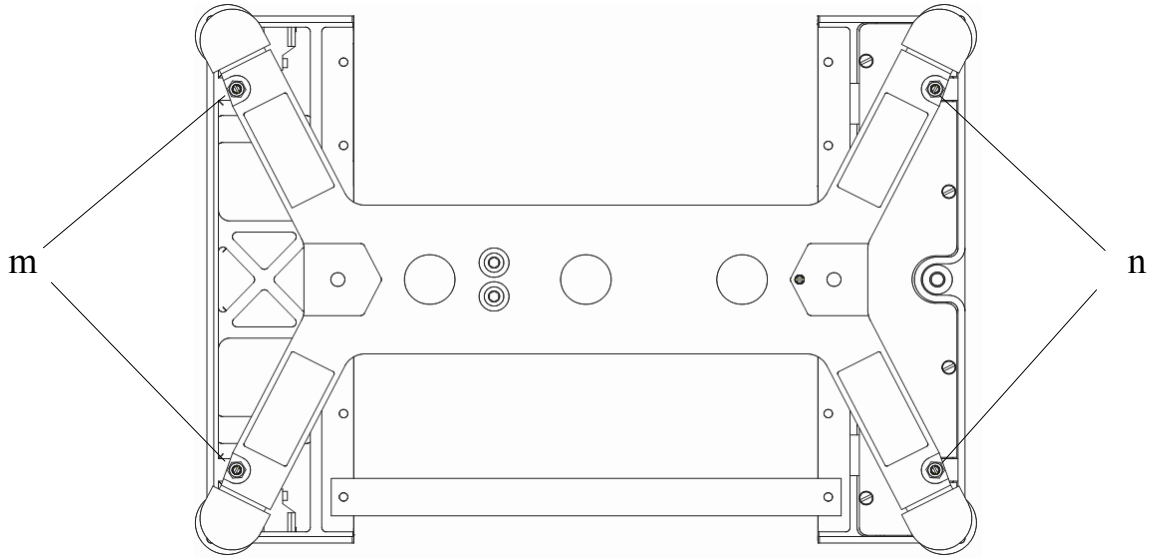

Рис. 8.2 - Местоположение упорных винтов (m, n) в модуле МК_
9.3.4 Ослабить контргайку. Поворачивая упорный винт и используя щуп, установить нужную величину зазоров «**m**» и «**n**» (см. Рис. 8.2, и Табл. 8.3). Затянуть контргайку.